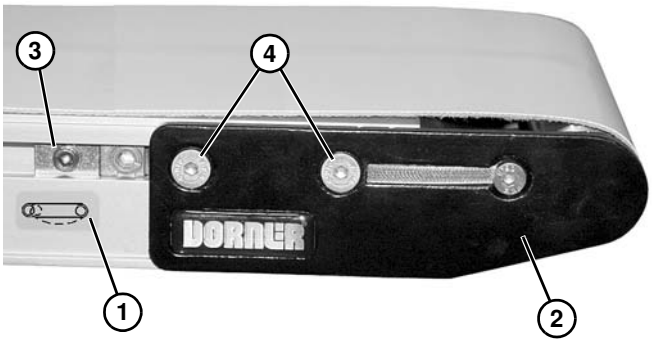

Figure 32
5. Sur l'extrémité où se trouve le tendeur de bande, identifié par , **(Figure 32, élément 1)** assembler en poussant la plaque de tête **(Figure 32, élément 2)** :
a. Sur les deux côtés du convoyeur, desserrer et éloigner des plaques de tête les rives de guidage **(Figure 32, élément 3)** (si elles sont fournies).
b. Desserrer les vis de fixation **(Figure 32, élément 4)** et pousser la plaque de tête vers l'intérieur.